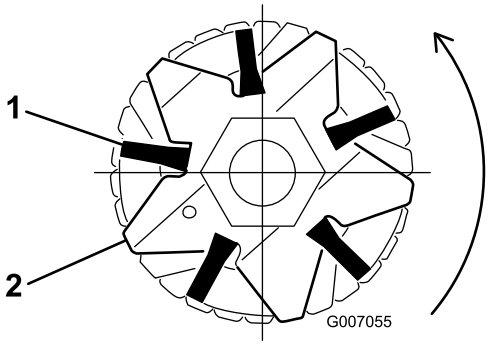
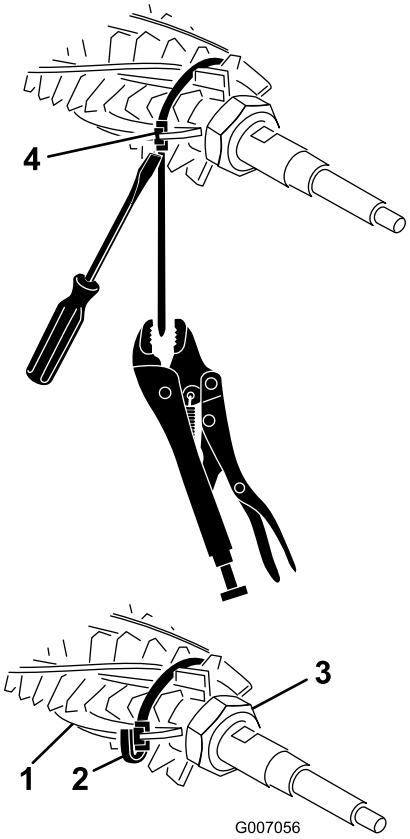

Figura 37
Figura 38
2. Verifique se as escovas estão colocadas nas ranhuras das lâminas de aparar (Figura 37 & Figura 38).
3. Envolva, sem apertar, as correias, conforme indicado em Figura 38, em torno do eixo e das escovas do cilindro do dispositivo inserindo as correias nos sulcos das escovas Figura 37 Posicione as escovas de forma a que as correias fiquem entre as seguintes lâminas: 1-2, 14-15, 28-29 e 41-42.
Nota: Se as escovas de aparar não estiverem colocadas corretamente nas ranhuras das lâminas, desaperte os parafusos de retenção da lâmina de aparar em cada extremidade do eixo do rastelo, posicione as escovas de aparar corretamente nas ranhuras das lâminas e aperte os parafusos de retenção da lâmina de aparar (Figura 38).
4. Quando fizer pressão com uma chave de fendas contra a fivela da correia, fixe a faixa com um alicate e pressione bem as faixas até ficarem presas nos sulcos das escovas (Figura 38).
3. Porca de retenção (2)
5. Apare a correia até aproximadamente 1/4 pol. da fivela e dobre a correia que sobrar para cima da fivela (Figura 38)